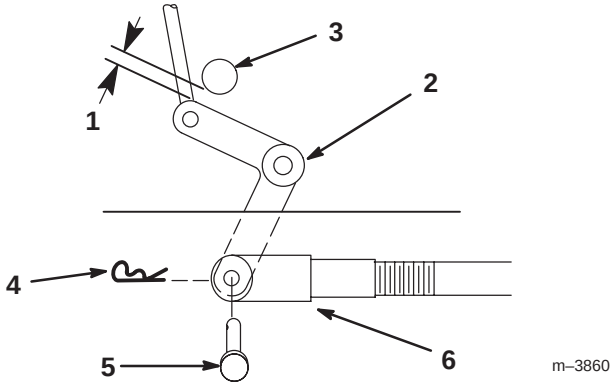

Figure 42
9. Check the clearance between the bell crank and the transmission output shaft (Fig. 42).
11. Rotate the clevis clockwise on the rod to increase the clearance; rotate it counterclockwise to decrease it (Fig. 42).
Note: If the assist arm does not contact the front stop on the mower deck (Fig. 43), adjust the clevis to bring the bell crank closer to the transmission output shaft (Fig. 42).